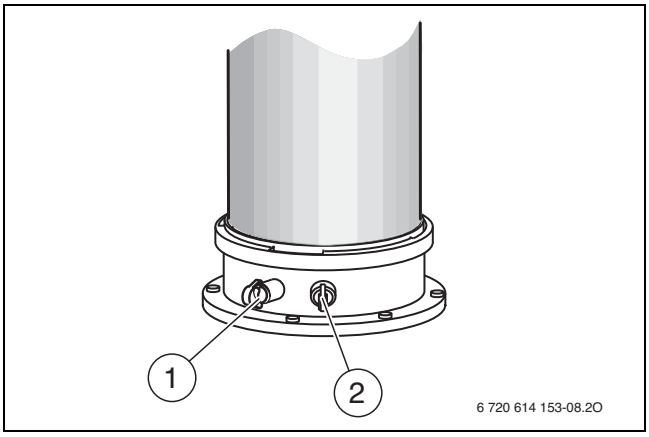

Bild 77 Abgasmessstutzen und Verbrennungsluft-Messstutzen
- Stopfen am Verbrennungsluft-Messstutzen (→ Bild 77, [2]) entfernen.
- Stopfen am Abgasmessstutzen (→ Bild 77, [1]) entfernen.